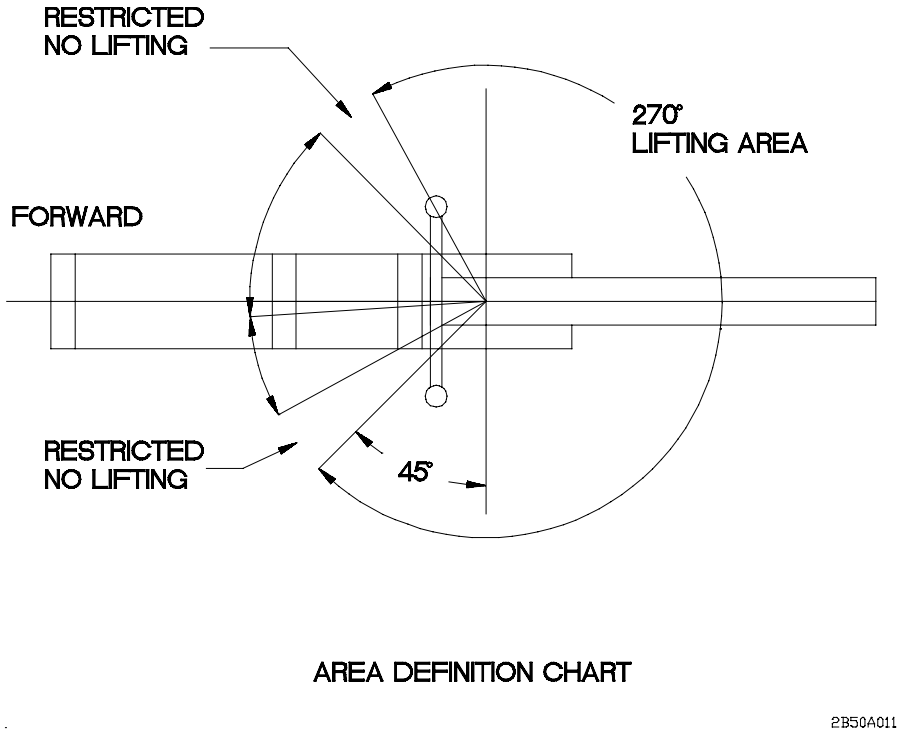

Figure 2-33. Area Definition Chart
(1) Use Figure 2-33. Area Definition Chart to determine position of MHC.